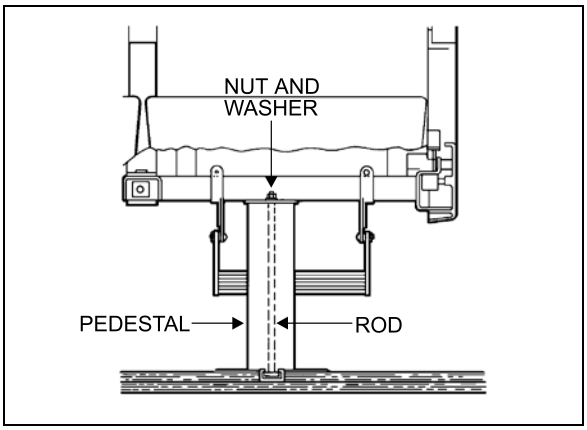

**FIGURE 79: SEAT PEDESTAL ASSEMBLY** 18107
5. Remove 2 nuts and washers holding seat frame to pedestal rods. See Figure 79.